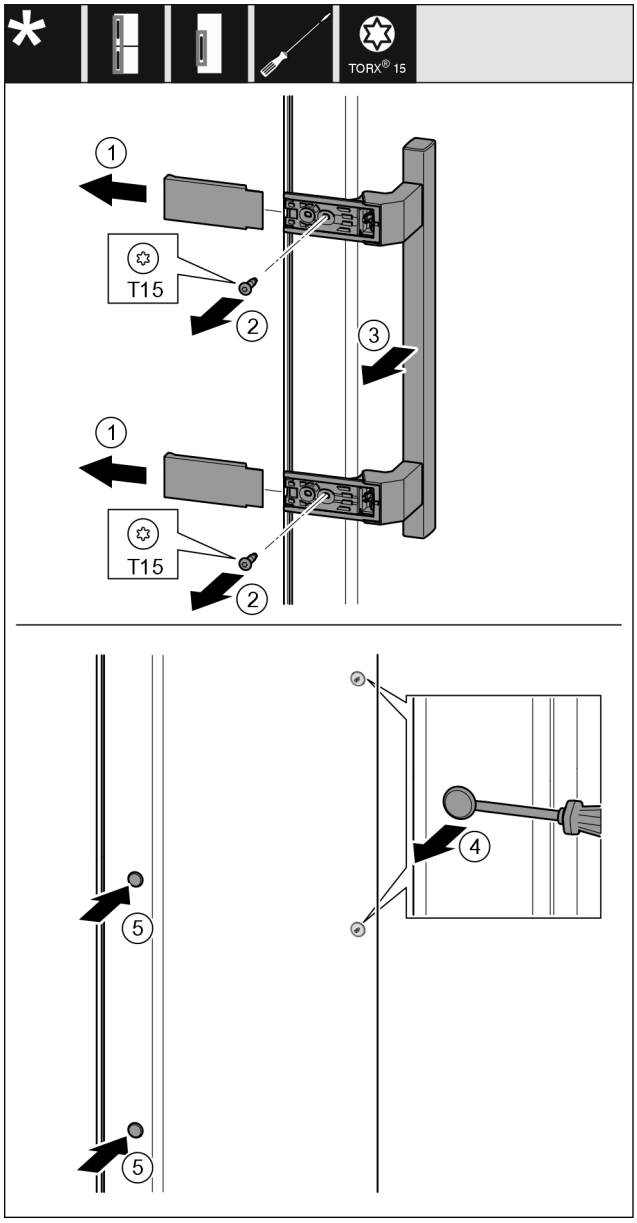

Fig. 23
- ▶ Îndepărtați capacul *Fig. 23 (1)*.
- ▶ Demontați șuruburile *Fig. 23 (2)* cu șurubelnița.
- ▶ Îndepărtați mânerul *Fig. 23 (3)*.
- ▶ Ridicați cu precauție dopul lateral *Fig. 23 (4)* cu o șurubelniță plată și extrageți-l.
- ▶ Introduceți dopul *Fig. 23 (5)* pe partea opusă.